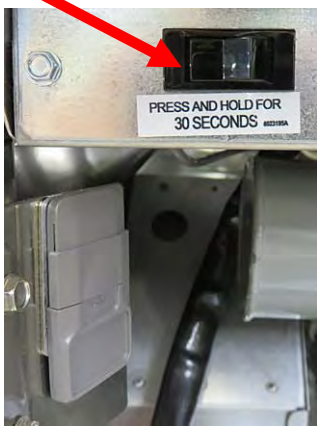

Figura 34
25. Apague y encienda la alimentación de control de la freidora con el interruptor en la parte frontal de la caja de contactores izquierda (consulte la Figura 34). **ASEGÚRESE DE QUE EL INTERRUPTOR ESTÉ APAGADO POR 30 SEGUNDOS.**